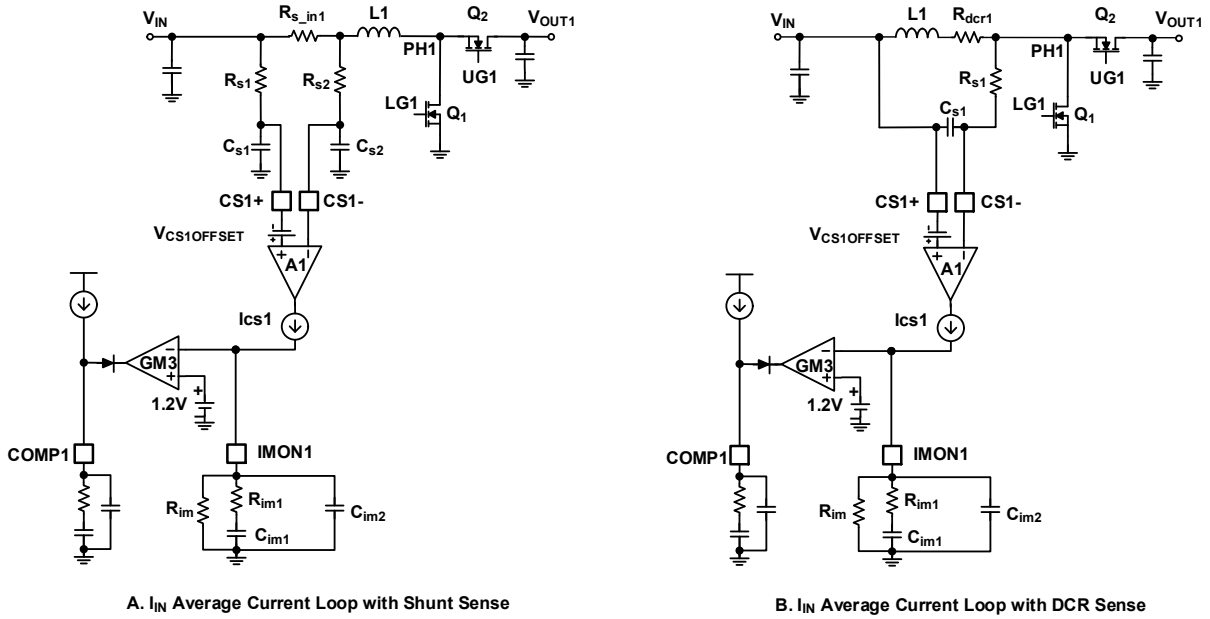

Figure 40. Input Average Current Monitoring and Regulation Loops
The ISL81805 has two current-sense amplifiers (A1 and A2) that monitor the input current of both channels. Figure 40 (A) shows the ISL81805 Channel 1 current shunt sense and monitor circuit which is identical to Channel 2. The voltage signal on the current sense resistor R_{S_IN1} is sent to the differential input of CS1+/CS1-, after the RC filters R_{S1}/C_{S1} and R_{S2}/C_{S2}. Renesas recommends using a 1Ω value for R_{S1} and R_{S2}, and a 10nF value for C_{S1} and C_{S2} to effectively dampen the switching noise without significantly delaying the current signal or introducing too much error by the op-amp bias current. The A1 amplifier converts the current-sense voltage signal to the current signal I_{CS1}.
Figure 40 (B) shows the ISL81805 Channel 1 inductor DCR current sense and monitor circuit. R_{dcr1} plays the same role as R_{S_IN1} in the shunt current sense circuit. Renesas recommends keeping $R_{s1} \times C_{s1} = L1/R_{dcr1}$. To minimize the error caused by the A1 input bias current, Renesas recommends keeping R_{s1} less than 10k.
When DE mode is set, Channel 1 and 2 boost sync FET driven by UG1 and UG2 are all running in DE mode. The inductor current is not allowed to reverse (discontinuous operation) depending on the zero-cross detection reference level V_{CROSS1} for Channel 1 and V_{CROSS2} for Channel 2 sync FET. At light load conditions, the converter goes into diode emulation. When the load current is less than the level set by $V_{IMON1BSTEN}$ or $V_{IMON2BSTEN}$ typical 0.835V on the IMON1 or IMON2 pin, Channel 1 or 2 enters Burst mode. Equation 9 sets the Burst mode operation enter condition for Channel 1 as an example (see Figure 40). The same equation also applies to Channel 2.
As shown in Figure 40 in Input Average Current Monitoring and Regulation Loops, the inductor peak current is sensed by the shunt resistor R_{S_IN} and amplifier A1. When the voltage drops on R_{S_IN} reaches the set point $V_{OCSET-CS}$ typical 82mV, Q_1 is turned off. The first-level peak current limit setpoint (I_{OCPP1}) is calculated using Equation 12.
In cases of OVP protection, the inductor current becomes too negative. The negative current is sensed by the shunt resistor R_{S_IN} and amplifier A1 as shown in Figure 40. When the voltage drop on R_{S_IN} reaches the set point $V_{OCSET-CS-N}$ (typical -60mV), Q_2 is turned off and Q_1 is turned on. The negative peak current limit set point I_{OCPPN} is calculated using Equation 14.